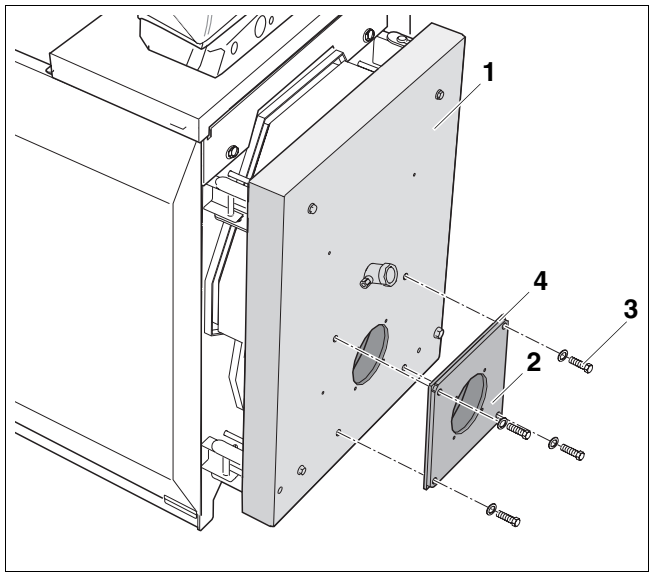

Rys. 37 Montaż płyty palnika
- Przymocować płytę palnika (rys. 37, **poz. 2**) do drzwiczek kotła (rys. 37, **poz. 1**) przy pomocy śrub z łbem sześciokątnym i podkładek (rys. 37, **poz. 3**) (uszczelnić przy pomocy uszczelki).